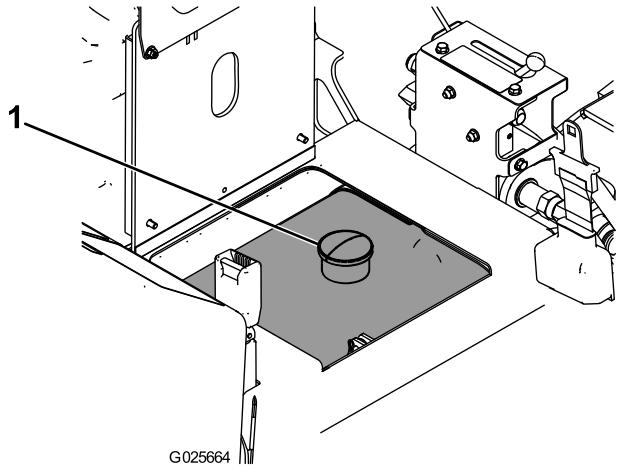

Figure 9
3. Retirez le bouchon du réservoir de carburant (Figure 9).